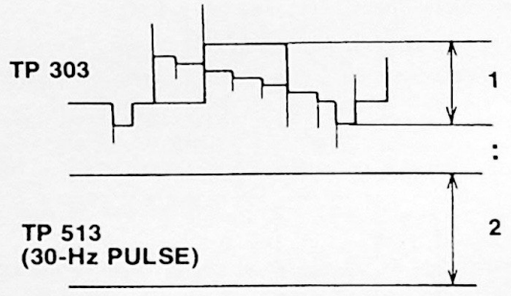

Figure 52. FM Carrier Interleave
6. Adjust FM carrier interleave control (R596) so that the amplitude of the squarewave signal (TP 513) is equal to the video-signal amplitude at TP 303 (Figure 52).